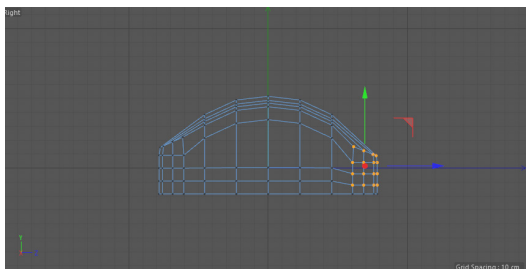

Figure 3-48 *Moving the selected points in the Right viewport*
36. Invoke the **Move** tool from the Command Palette and move the selected points downward in the Right viewport, as shown in Figure 3-48.